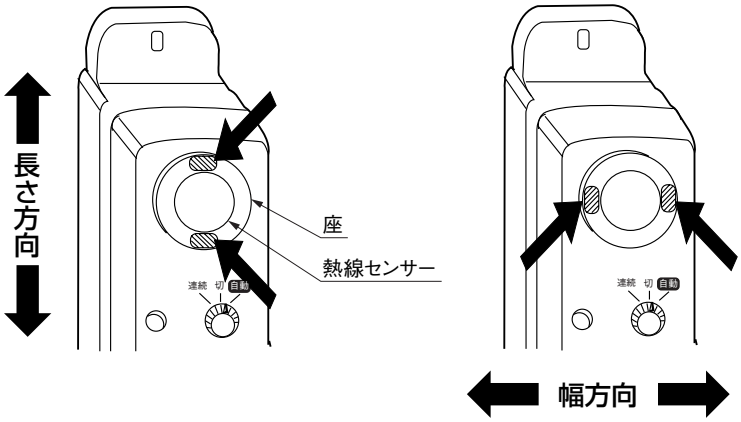

図5-1　図5-2
❶ 矢印（図5-1）の位置を押し、本体の長さ方向の角度を調整してください。